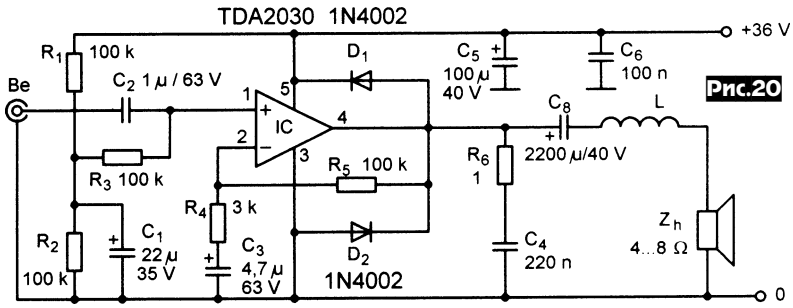

Рис.20
Совсем **на новичков-аудиофилов рассчитан 20-ваттный УМЗЧ Дьеря Плахтовича** (***рис.20***), который выполнен по типовой схеме включения ИМС TDA2030 (IC) и не требует налаживания, т.е. при отсутствии ошибок монтажа начинает работать сразу после подачи питающего напряжения. Катушка L - 12 витков ПЭЛ 0,8 на